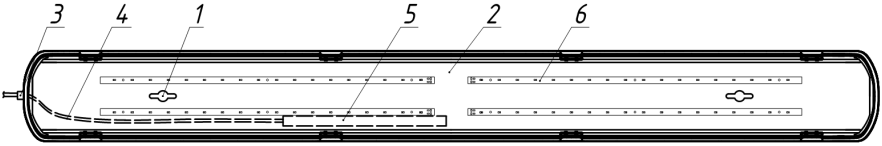

Рисунок 2 – Конструкция светильника Geniled ЛСП.
3.2. Светильник Geniled ЛСП состоит из основных частей (см. рисунок 2):
5.5. Снимите стальную пластину. Для этого переведите поворотные держатели 1 в необходимое положение (Рисунок 2, п.1).
5.7. Проведите кабель питания через герметичный уплотнитель (Рисунок 2, п.3) внутрь корпуса и подключите к клеммной колодке светильника.